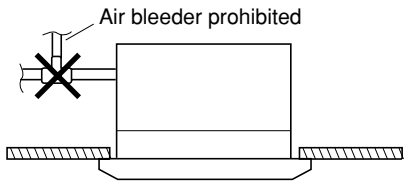

**Fig. 3-8**
- Do not install an air bleeder as this may cause water to spray from the drain pipe outlet. (Fig. 3-8)